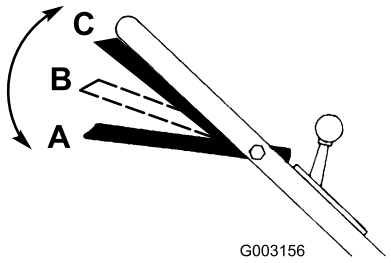

Figura 15
1. Mettete la barra di comando della lama in posizione A (Figura 15).
2. Spostate la barra di comando della lama verso destra e sollevatela in posizione B per inserire la lama (Figura 15).
3. Premete la barra di comando della lama contro la maniglia in posizione C per guidare (Figura 15).